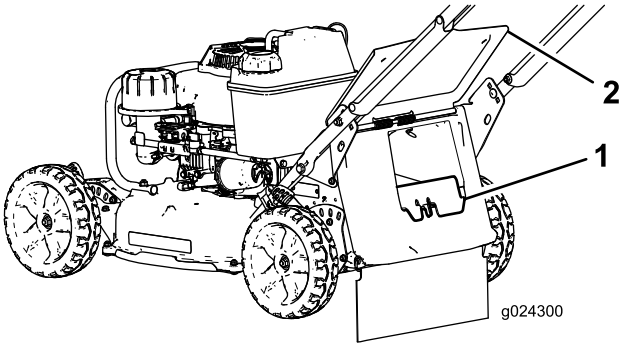

Rysunek 18
- Jeśli zaślepka wyrzutu do tyłu nie jest zamontowana, chwyć ją za uchwyt, podnieś tylne drzwi i włóż ją do tunelu wyrzutu w taki sposób, aby zatrzask zablokował się (Rysunek 18).
3. Zdemontuj zaślepkę wyrzutu do tyłu, popychając kciukiem zatrzask w dół i wyciągając zaślepkę z maszyny (Rysunek 18).